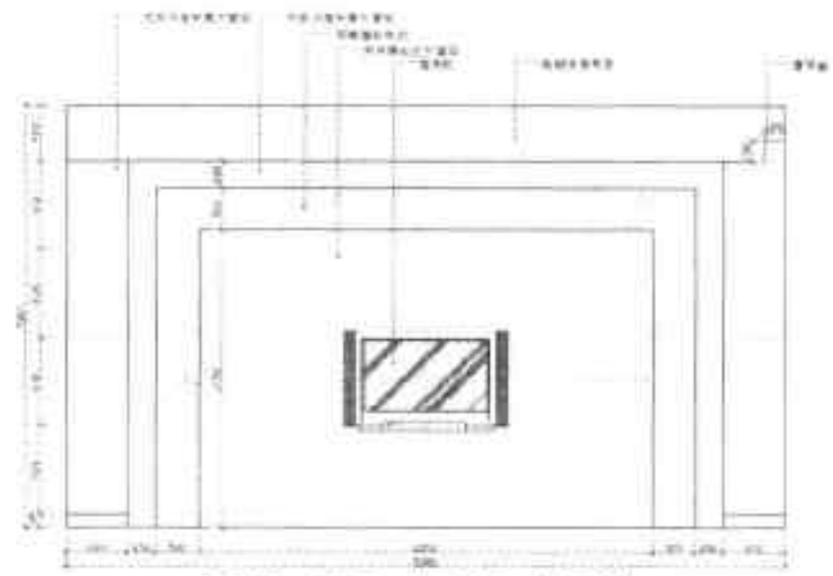

图19-117 完成文字标注
Step 16 执行“快速引线”命令，对图形进行文字标注，如图 19-117 所示。至此客厅 C 立面图绘制完毕。